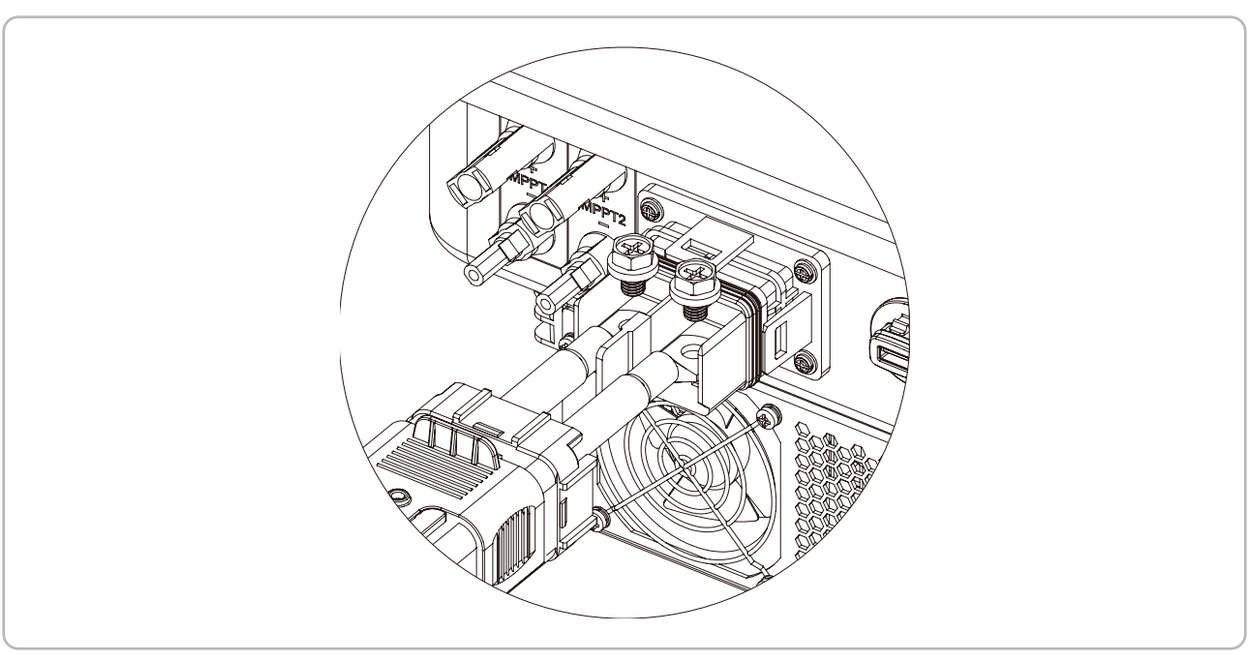

Figure 4-19
5) Connect the prepared OT terminals to the battery port. After confirming that it is installed properly, use a cross-head screwdriver to tighten the OT terminal screws (torque 5~6N·m), as shown in Figure 4-19: